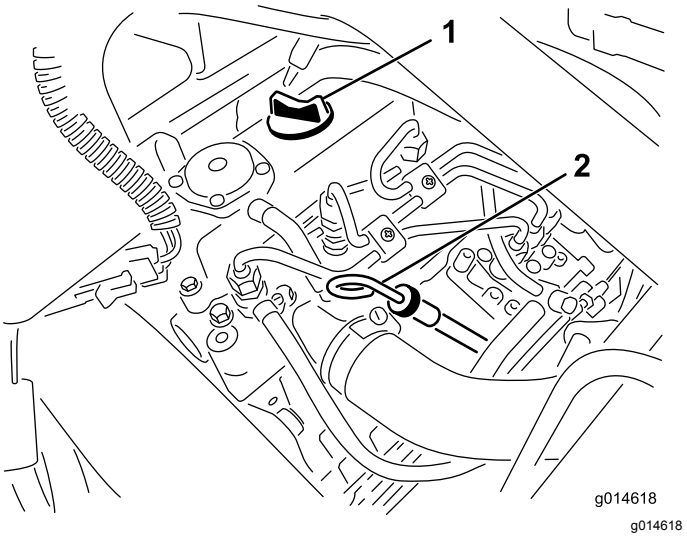

Rysunek 28
2. Wyjmij wskaźnik poziomu i wytrzyj go czystą szmatką (Rysunek 28).